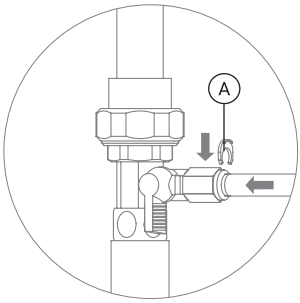

Рис. 11
2. Присоедините зеленую трубку, идущую на вход в фильтр к фитингу адаптер-вентиля (см. раздел «Присоединение трубок» (стр. 9)), (рис. 11).